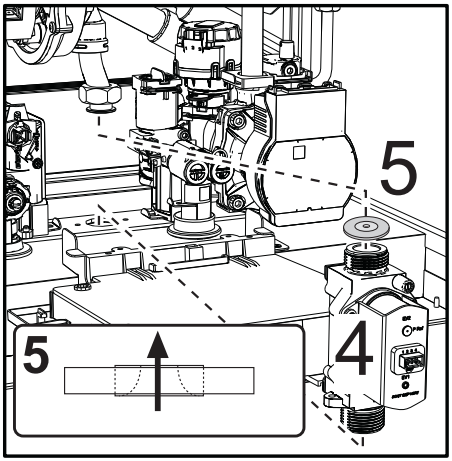

fig. 47
- Estrarre la valvola a gas **“4”** e il diaframma gas **“5”** (fig. 47).